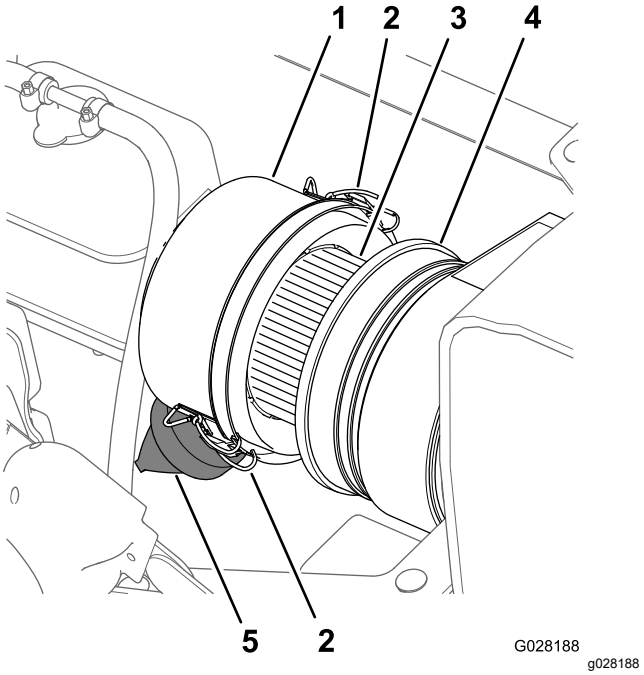

**Figur 76**
3. Rengör dammkåpan och luftrenarhuset (Figur 76).
4. Undersök om luftrenarhuset har skador som kan orsaka en luftläcka (Figur 76).
5. Kläm på dammventilen för att rensa den från smuts, damm och skräp (Figur 76).
7. Kontrollera om luftfiltret har stora ansamlingar av smuts, damm och skräp (Figur 76).
8. Montera dammkåpan på luftrenarhuset och fäst kåpan med de två spärrhakarna (Figur 76).
2. Rengör dammkåpan och luftrenarhuset (Figur 76).
6. Torka av insidan på dammkåpan, luftrenarhuset och dammventilen med en fuktig trasa (Figur 76 och Figur 77).